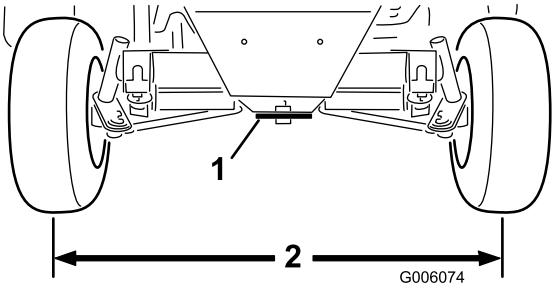

Figuur 58
3. Stel beide spoorstangen af totdat de afstand hart-op-hart aan de voorzijde en achterzijde van de achterwielen gelijk is (Figuur 58).